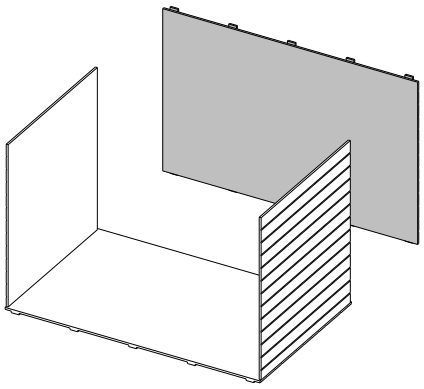

Fig.3
- Unscrew any screws fixing the contents to the back of the crate and remove the back of the crate, see figure 3.